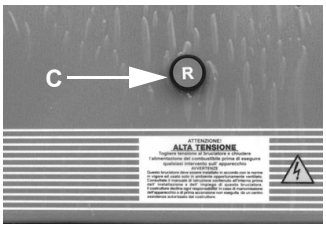

Fig. 10 - Pulsante di sblocco (versione con apparecchiatura senza sblocco a distanza)
- Controllare che l'apparecchiatura non sia in blocco (spia B accesa), eventualmente sbloccarla agendo sul pulsante di sblocco (nella parte superiore del quadro elettrico, vedere Fig. 10 o sul pulsante C sul pannello frontale del quadro elettrico).